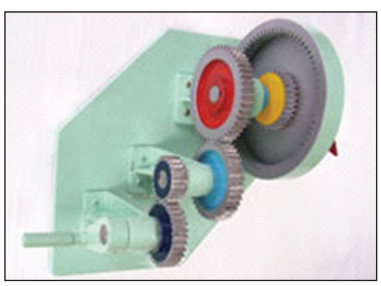
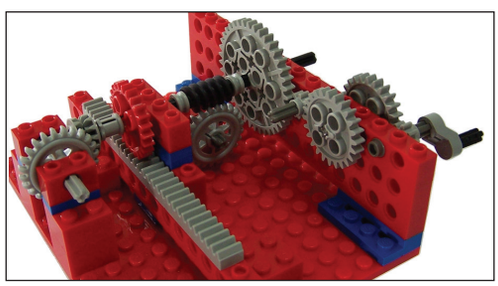

图 4.9　平面定轴轮系
图 4.10　空间定轴轮系
轮系运转时，如果各齿轮轴线互相平行且位置固定，则称之为平面定轴轮系，图 4.7 和图 4.9 即是简单的平面定轴轮系。若各齿轮的轴线不平行，则称之为空间定轴轮系，图4.10是较复杂的空间定轴轮系。
(1) 能获得较大的传动比。一对啮合齿轮，考虑到尺寸的合理性，大小齿轮直径不宜相差太大。如果要求实现大传动比的传动，则需要采用轮系。
(2) 实现分路和换向传动。如图 4.10 所示，带有手柄的直齿轮是主动轮，输入运动是转动；轮系的运动输出有 3 种，即蜗轮的转动、齿条的直线运动及锥齿轮的旋转运动。通过该轮系，既可以实现分路，也可以实现换向。
(3) 实现相距较远的两轴之间的传动。